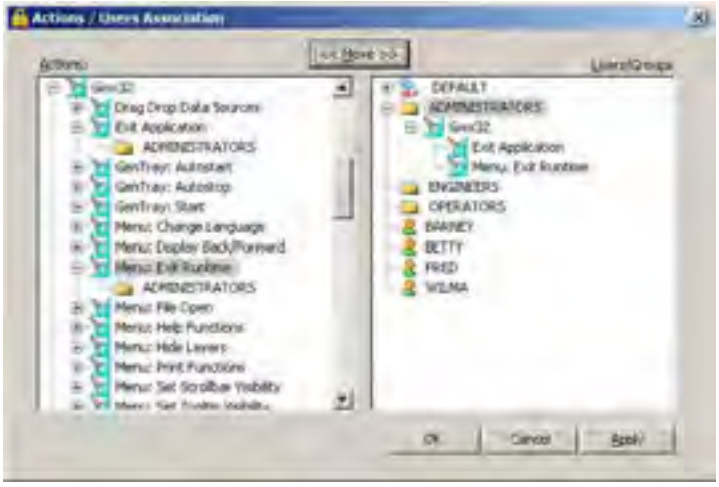

Figure L16.15 - ADMINISTRATORS Actions Associations
8. Now these actions have been assigned to the ADMINISTRATORS group, as depicted in Figure L16.15.